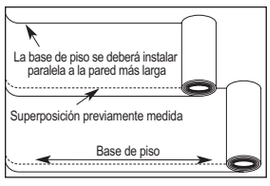

Figura 12
- La base de piso del piso flotante está equipado con una cinta de doble faz para facilitar el encintado de las juntas precortadas traslapadas (Figura 12). Si se usa una base de piso sin adhesivo, coloque la cinta que se incluye en todas las juntas.